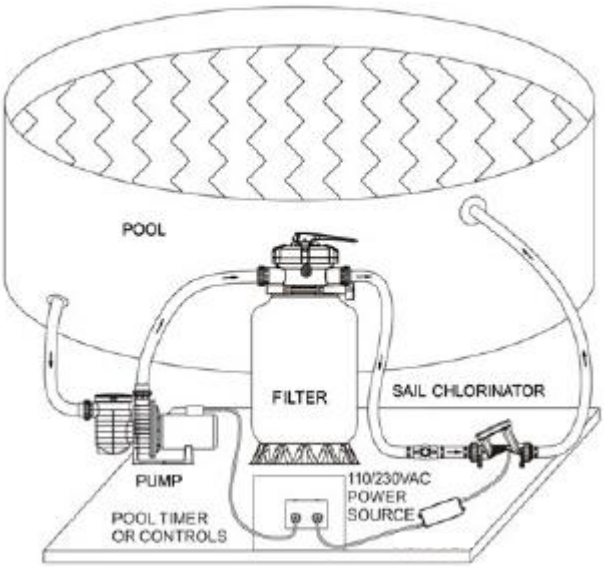

Figura 2 - Schema d'installazione tipo
- nella figura 2 è raffigurata l'installazione con tubo flessibile per piscine fuori terra.